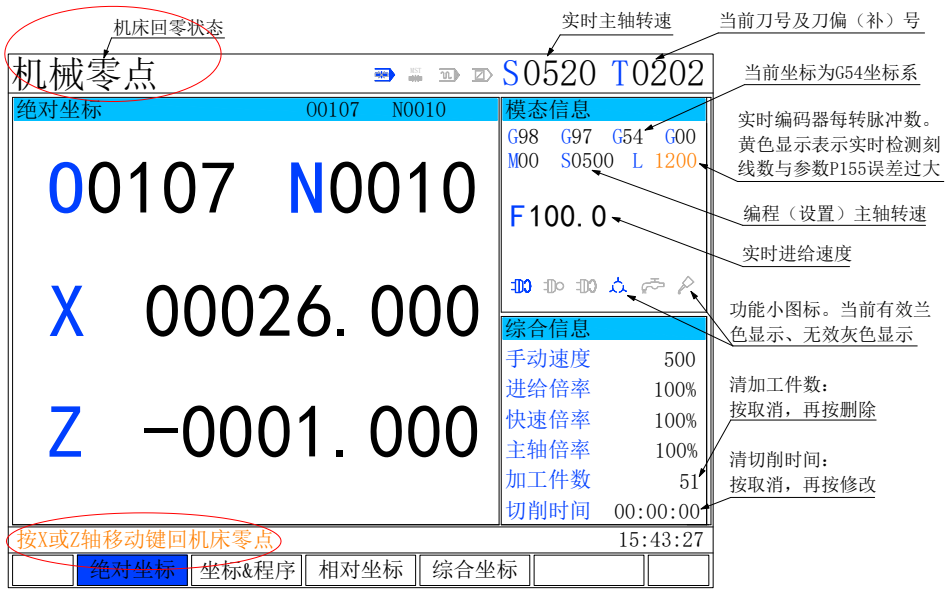

图 9.1.2-1
1、按 回机床零 键，进入机床回零操作方式，显示如下图 9.1.2-1：